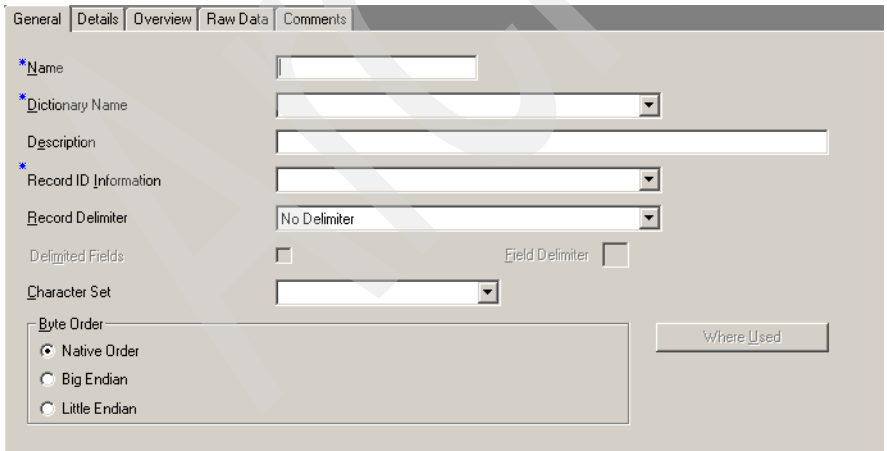

Figure 15-7 General tab page
2. Chose **File** → **New** from the Data Interchange Services client menu bar. The ROD Document Definition Editor opens on the **General** tab page as shown in Figure 15-7.